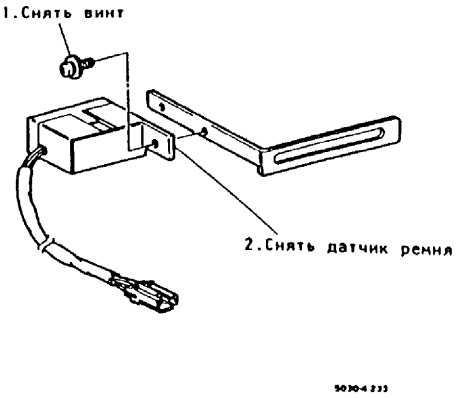

Рис.2. Снятие датчика ремня
5. (Рис.2): Снять датчик ремня.